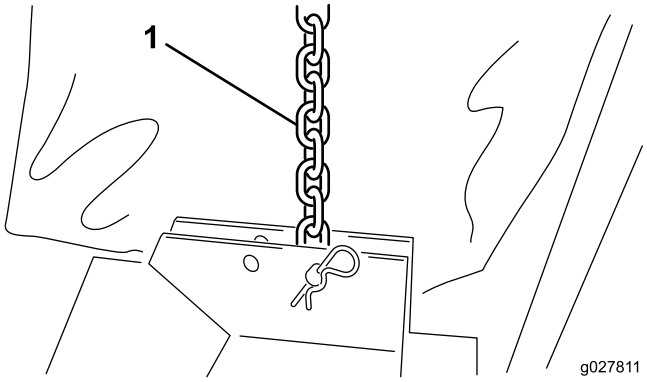

Figura 3
3. Ligue cada corrente de elevação ao suporte correspondente da plataforma com um passador de forquilha e um contrapino (Figura 3).